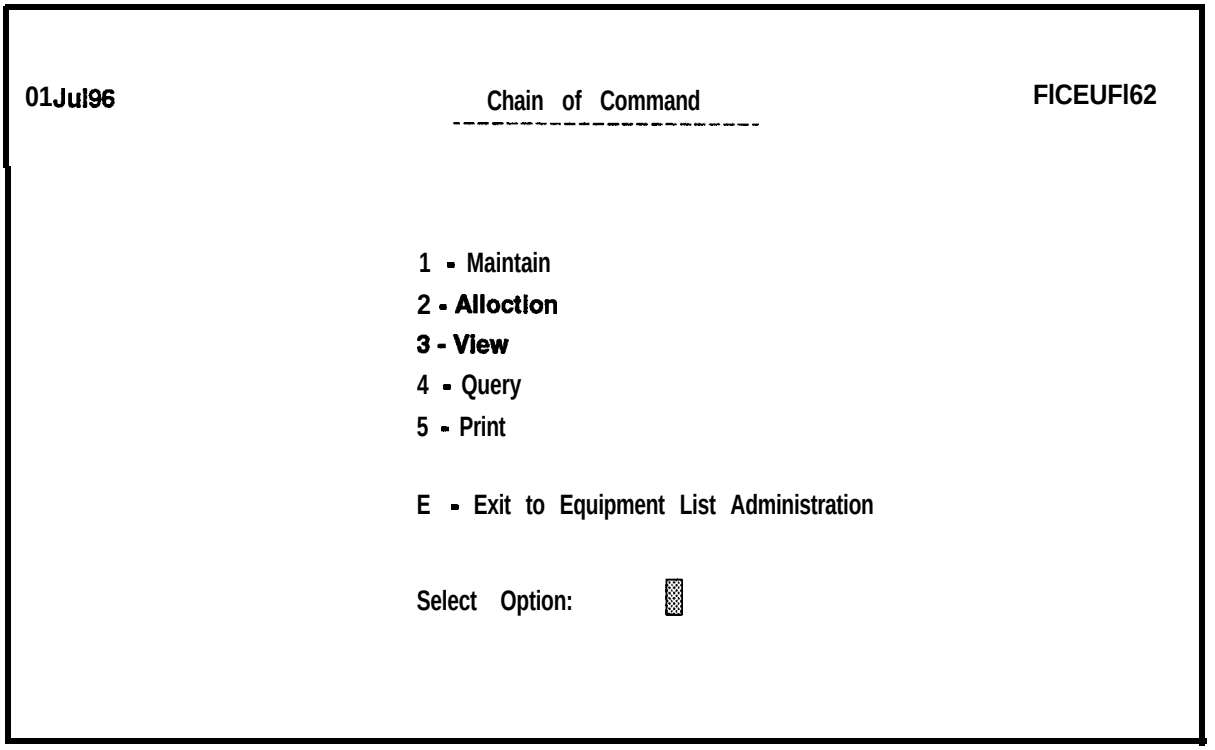

Figure 6-6. Chain of Command Menu
d. Enter the **TDC** of the exercise for the desired COC and press **ESC.** The Chain of Command menu will be displayed as shown in Figure 6-6.
d. Enter the **TDC** of the exercise for which you want to create a **COC** and press **ESC.** The Chain of Command menu **will** be displayed as shown in Figure 6-6 (page **6-15).**
The Modify option is designed to work on only one branch of the COC at a time. Each modify session will begin at the top level (Exercise Coordinator) of the COC. You must then select each successive level along one branch line until you arrive at the level you want to change. After you make the change(s) at that level, you can continue to select and make changes at additional lower level(s) within that branch of the COC. After all the changes have been made to all levels within that branch, you must press **Ctrl-C** until you return to the Chain of Command menu Figure 6-6 (page 6-15) where you can initiate another one to modify another branch of the same COC.